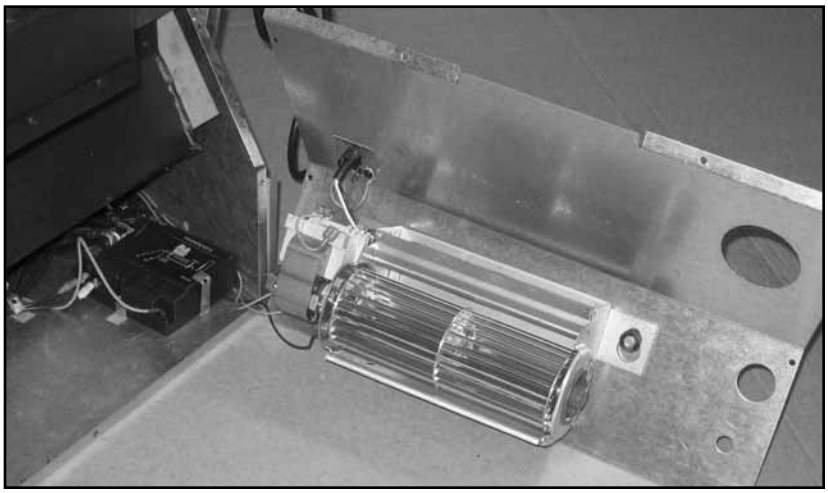

Figure 47: Installing Fan onto Back Panel.
2. Hold the new back panel with the fan assembly close to the left side of the unit (see Figure 47).
3. The fan hangs on a grommet at either end of the mounting bracket (see Figure 47), lift the fan assembly up and off the grommets.
4. Slide the fan forward, mark the three (3) connectors on the fan motor so they can be reconnected correctly. Remove the female spade connectors from the motor. Pull the old fan out the valve cover opening.
5. Use a flat head screwdriver or ¼" socket to remove the four (4) screws on the back of the mounting bracket holding the old fan onto the bracket.